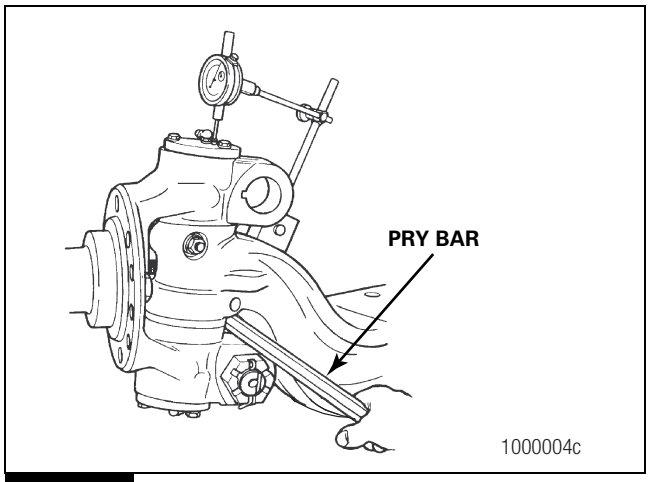

Figure 3.3
4. Place a pry bar between the boss for the tie rod arm and the I-beam. Push the knuckle to the BOTTOM of vertical travel. Figure 3.3.